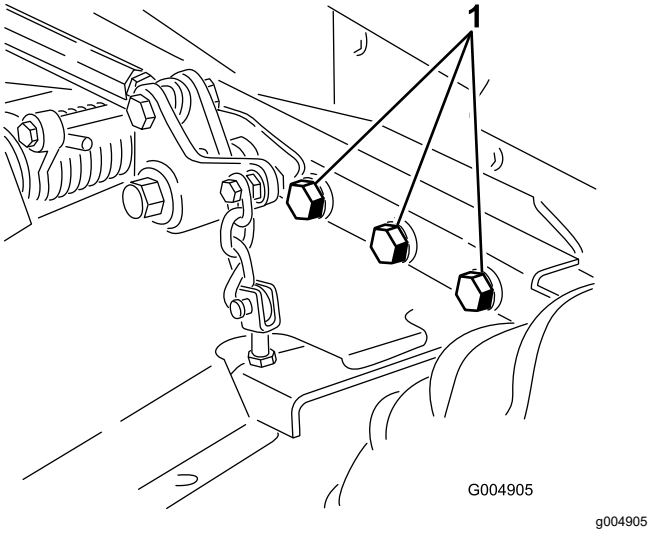

**Figuur 97**
5. Controleer of alle bevestigingen vastzitten; zet ze vast indien nodig. Draai de 6 bouten waarmee het frame van het maaidek is bevestigd aan de tractie-eenheid (Figuur 97) vast met een torsie van 359 N·m.